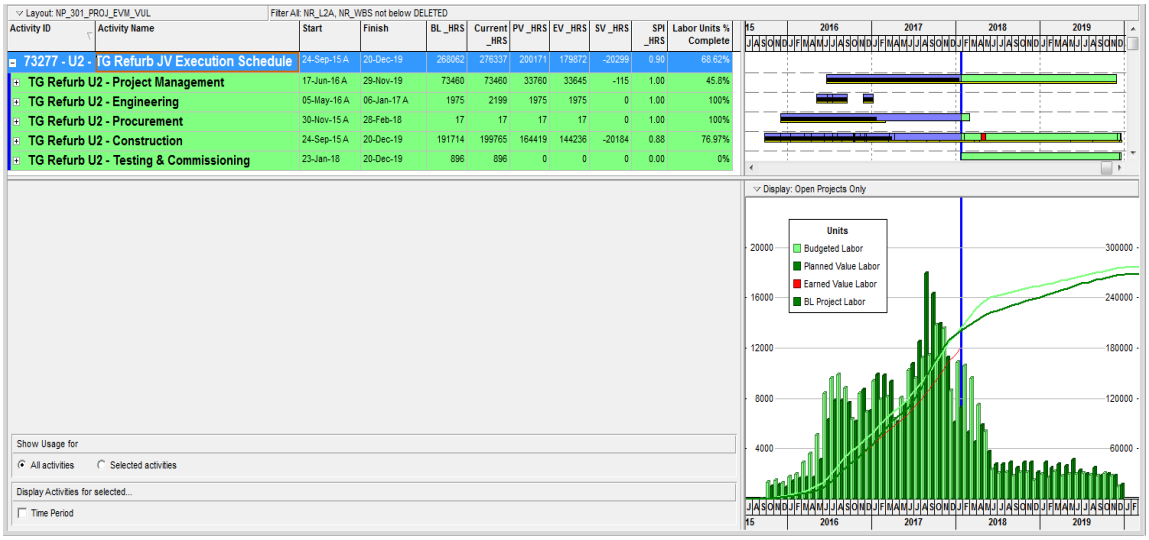

Figure 6-4: Example of Schedule Performance and Schedule Variance
Example: In figure 6-4, layout ***EP_301_PROJ_EVM_VUL*** shows the current ***Schedule Performance Index*** (SPI) and ***Schedule Variance*** (SV) which quantifies the delayed work volume by Labor Hours.